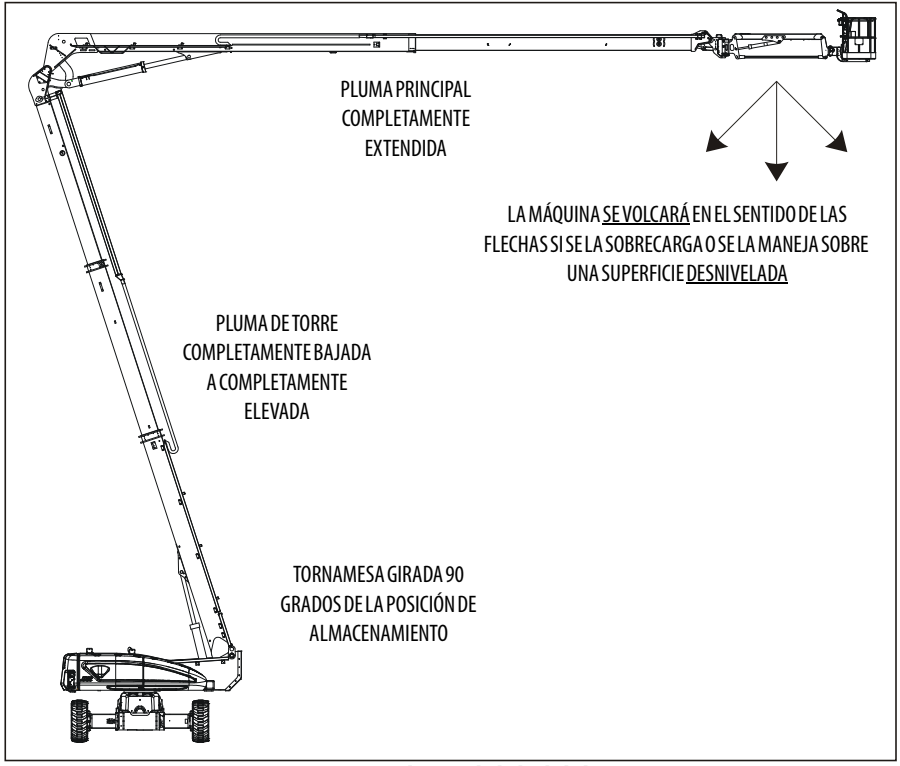
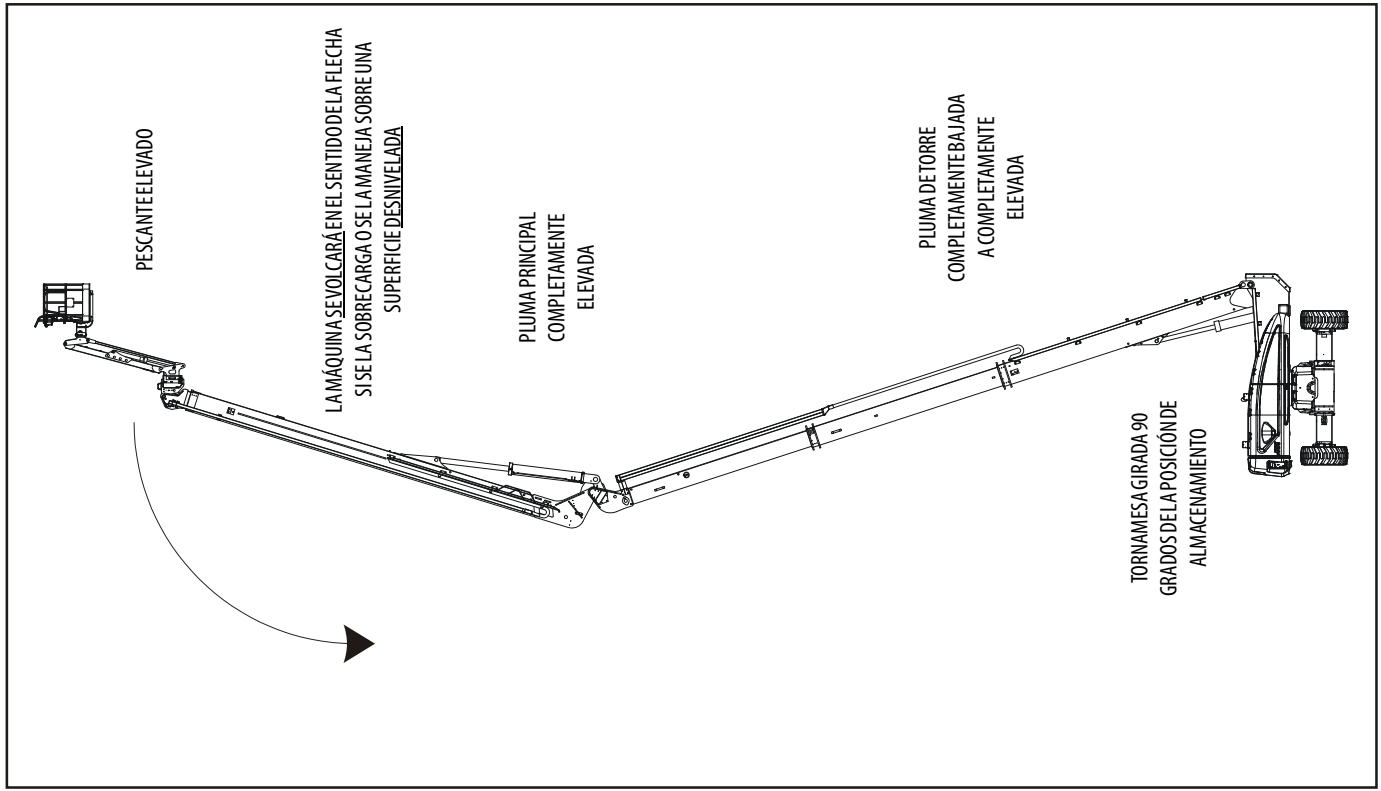

Figura 4-2. Posición de estabilidad delantera mínima
Figura 4-4. Posición de menor estabilidad trasera - Hoja 2 de 2
La estabilidad de la máquina depende de dos (2) condiciones, las cuales se denominan estabilidad DELANTERA y estabilidad TRASERA. La posición de la máquina que ofrece la estabilidad DELANTERA mínima se ilustra en (ver la Figura 4-2.); la posición que ofrece la estabilidad TRASERA mínima se ilustra en (ver la Figura 4-4.)